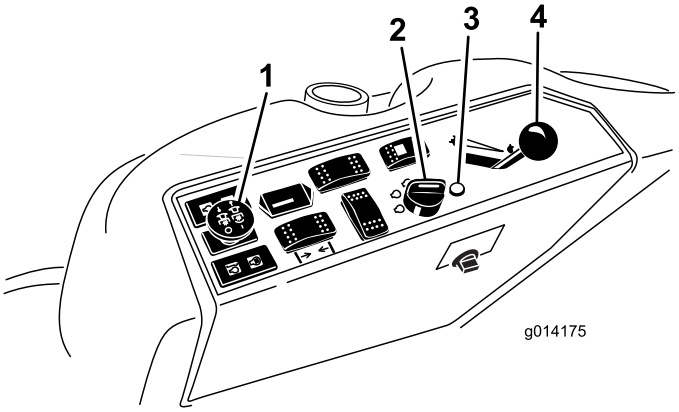

Figura 11
4. Mueva el mando de la toma de fuerza (TDF) a la posición Desengranada (Figura 11).
5. Ponga la palanca del acelerador en un punto intermedio entre las posiciones Lento y Rápido (Figura 11).